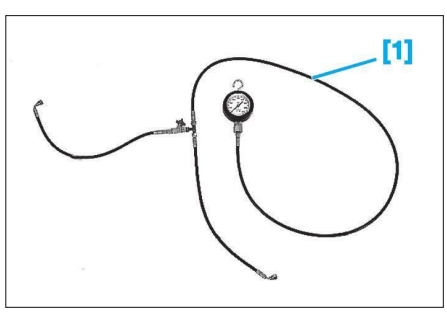

Fig. 19
- [1] Manomètre pour contrôle de pression de direction assistée (Réf. 0710) **(Fig.19)**.